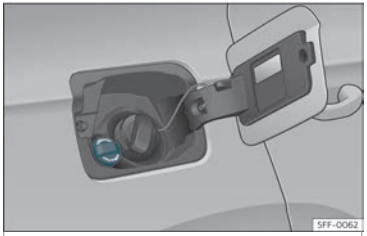

Abb. 199 Verschlussdeckel des AdBlue-Tanks
- Öffnen Sie die Tankklappe››› **Abb. 199**.
- Verschlussdeckel SCR-Einfüllstutzen nach links drehen››› **Abb. 199**.